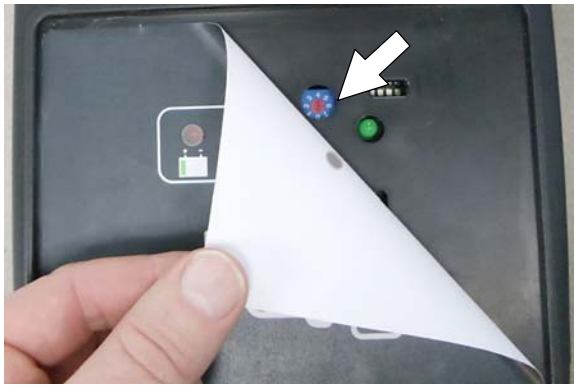

図 123
4. 充電器の表示ラベルを慎重にはがし、ダイヤル設定にアクセスします（図123）。